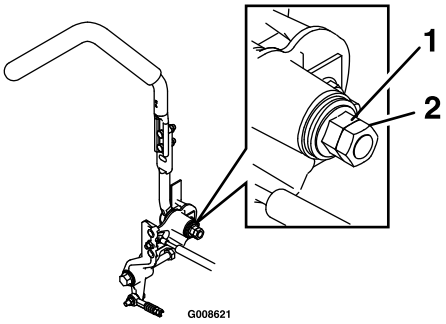

Figuur 65
1. Draai de contramoer los (Figuur 65).